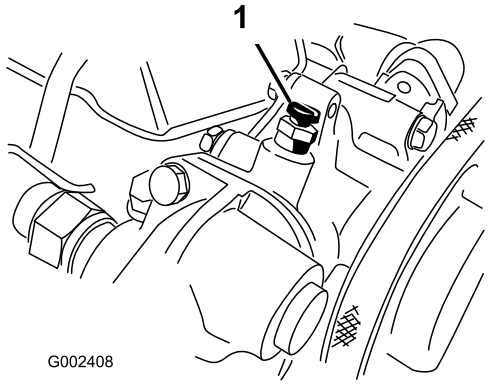

Figur 61
6. Öppna avluftarskruven ovanpå vattenpumpen (Figur 61).